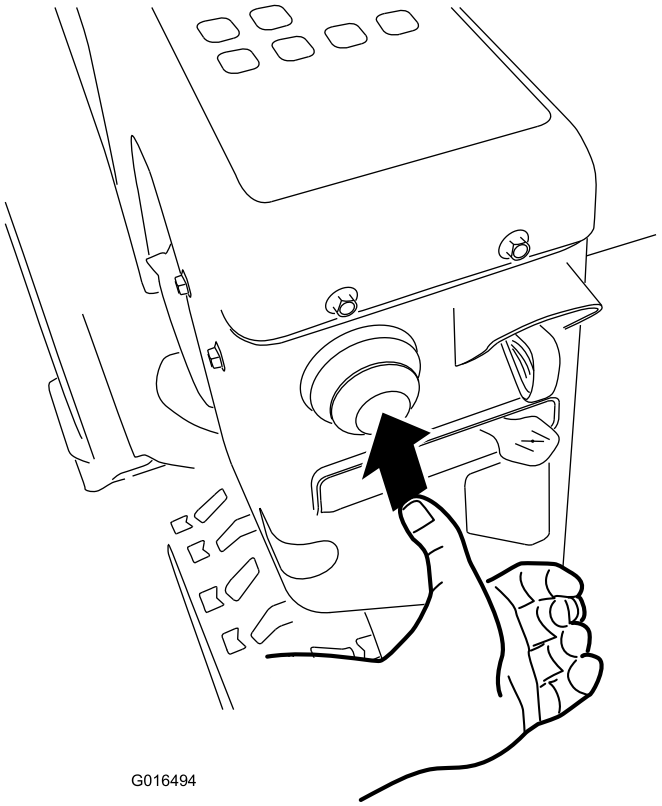

Rysunek 27
4. Mocno naciśnij pompkę kciukiem 3 razy, za każdym razem przytrzymując pompkę wciśniętą przez sekundę (Rysunek 27).